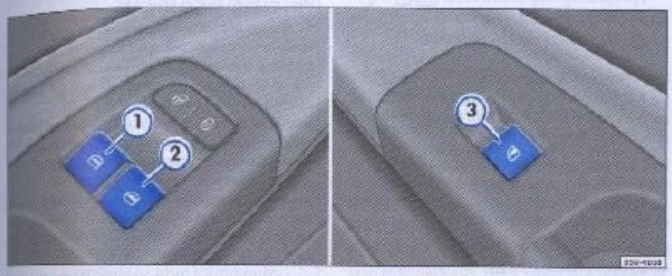

Fig. 61 Teclas de accionamiento de los cristales en la puerta del conductor ① y ②, en la puerta del pasajero y en las puertas traseras ③
– Presione las teclas[22] ⇒ fig. 61 ① para abrir la ventana del conductor o ② para abrir la ventana del pasajero delantero.
– Tire de las respectivas teclas ① o ② para cerrar las ventanas delanteras ⇒ ⚠.
– Presione la tecla[22] ⇒ fig. 61 ③ para abrir la ventana.
– Tire de la respectiva tecla ③ para cerrar la ventana ⇒ ⚠ ▶
El accionamiento del sistema automático de cierre y apertura de los cristales[23] es realizado por medio de las teclas localizadas en las puertas ⇒ página 83, fig. 61. Con dos niveles de accionamiento, se torna más fácil controlar la apertura o cierre de los cristales.